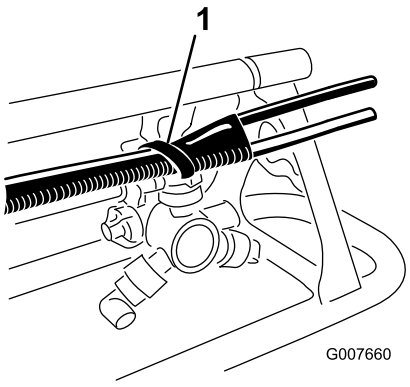

Figure 8
B. Align the end of the hose with the end of the upper support pole. Use a plastic tie to secure the foam hose to the brace using the holes in the brace (Figure 8).